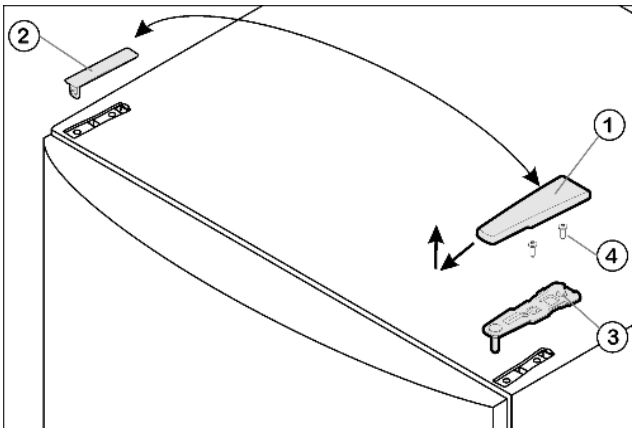

Fig. 4
▶ Pull the cover *Fig. 4 (1)* forward and up.
▶ Lift the cover *Fig. 4 (2)* off.
▶ Unscrew the upper bearing bracket *Fig. 4 (3)*(two Torx 25 screws) *Fig. 4 (4)* and pull it upwards to remove.
- ▶ Insert the upper bearing bracket *Fig. 4 (3)* on the new hinge side into the door.
- ▶ Tighten the upper bearing bracket **securely (to 4 Nm)** (2 x Torx 25) *Fig. 4 (4)*. Make preliminary holes (optional) or use a cordless screwdriver.
- ▶ From the outside, position cover *Fig. 4 (1)* and cover *Fig. 4 (2)* on the opposite side and snap into place.